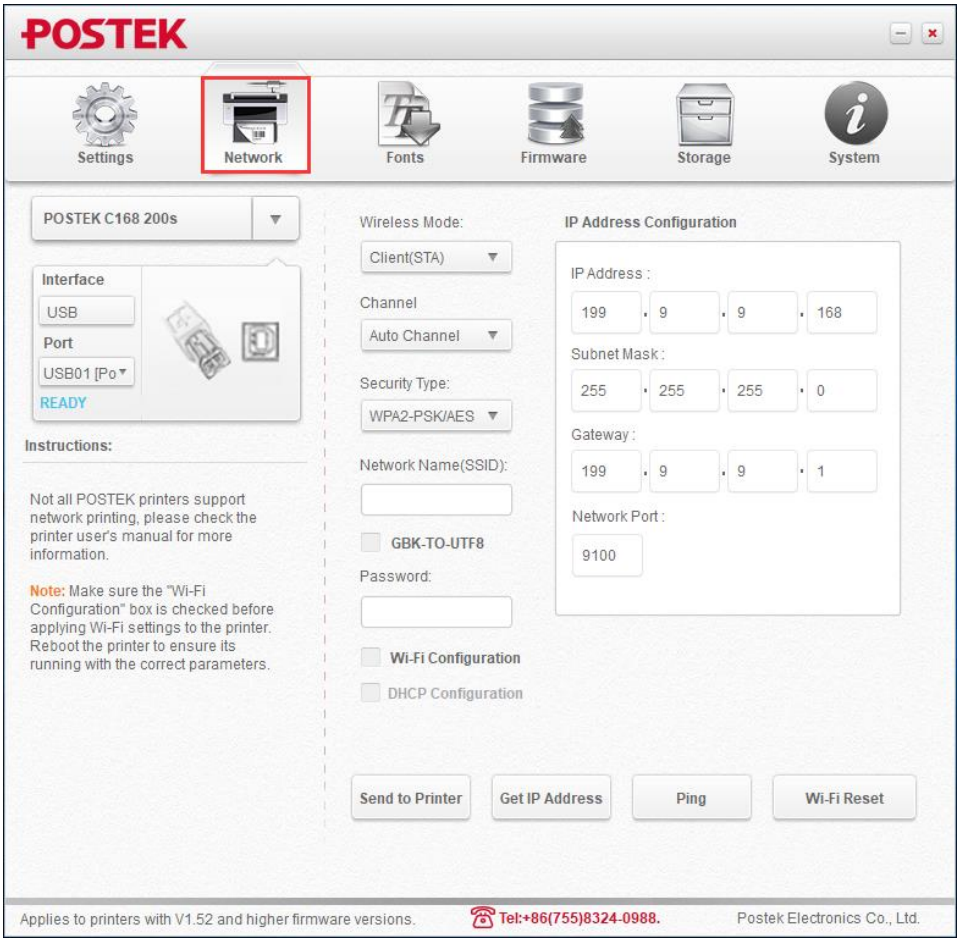

Figure 2-40 Open the Utility
3. Open the Utility software and click "Network", as shown in Figure 2-40.